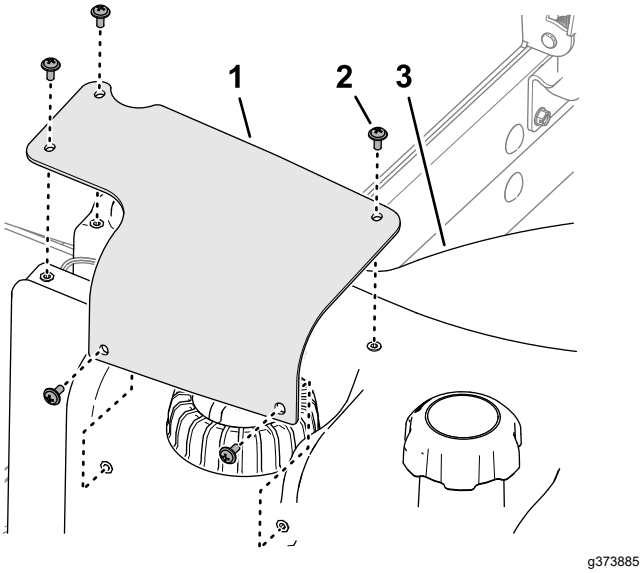

Figuur 126
7. Lijn de openingen in de kap van de brandstofsensor uit met de openingen in de brandstoftank en bevestig de kap aan de tank met de 5 kruiskopschroeven (Figuur 126).